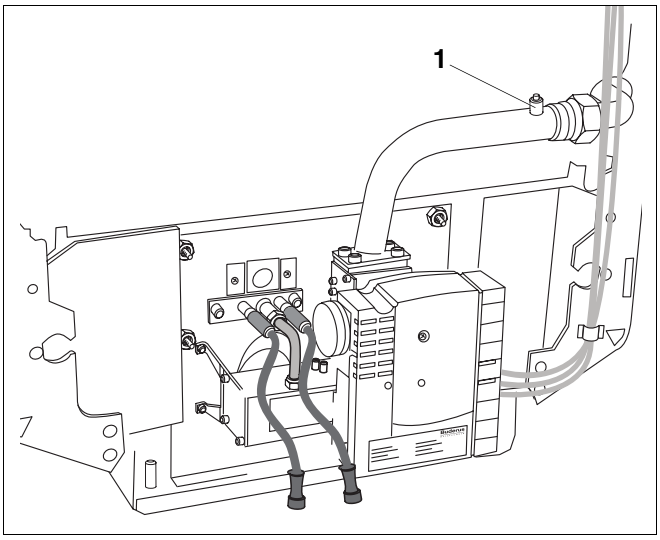

Rys. 37 Armatura gazowa z automatem palnikowym
- Sprawdzić szczelność armatury gazowej na wejściu ciśnieniem równym przynajmniej 100 mbar i max. 150 mbar. Ciśnienie próbne należy mierzyć na złączce kontrolnej (rys. 37, **poz. 1**).